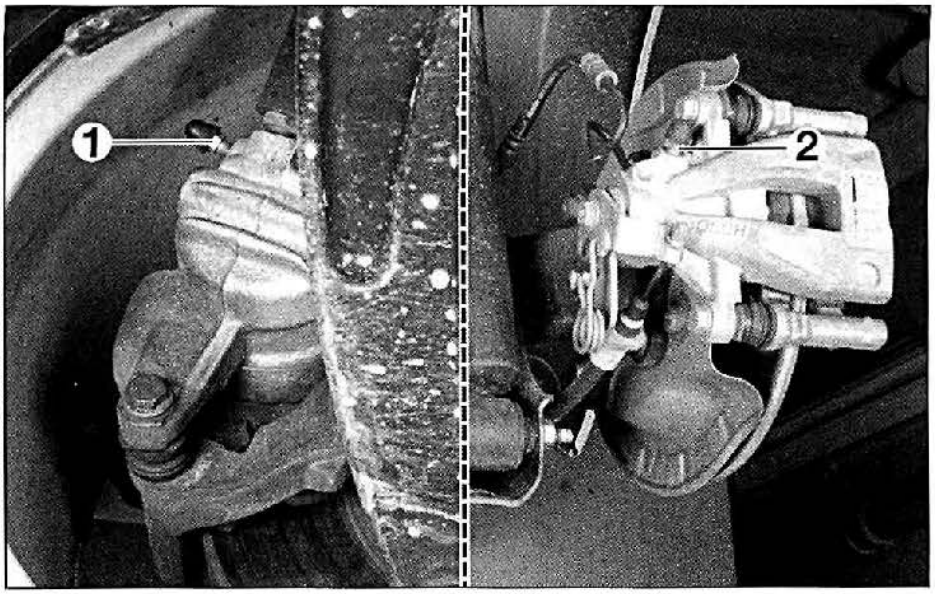

FIG. 22
• Purgar cada pinza de freno procediendo en el orden siguiente **(fig. 22):**
- rueda delantera izquierda (1),
- rueda trasera izquierda (2),